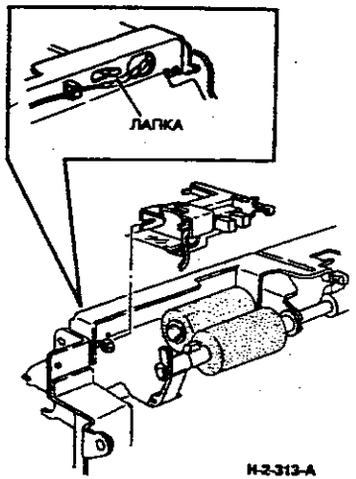

**Рисунок 4. Установка датчика**
2. (Рисунок 4) При установке узла датчика отсутствия бумаги для обеспечения правильного совмещения выступ в держателе должен войти в прорезь в податчике.